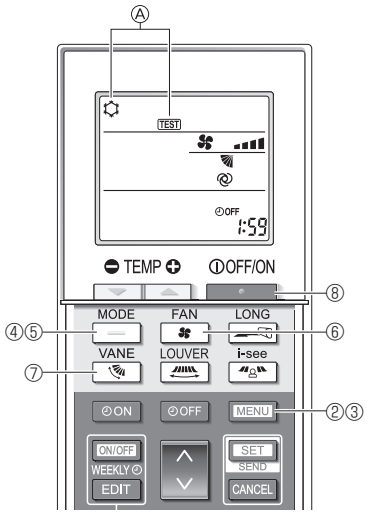

Fig. 7-5
① Mettez l’appareil sous tension au moins 12 heures avant l’essai de fonctionnement.
② Appuyez sur la touche [MENU] pendant 5 secondes. (Fig. 7-5)
La mention Ⓐ [TEST] et le mode de fonctionnement en cours sont affichés. (Fig. 7-5)